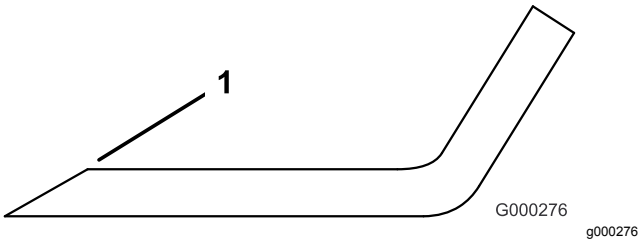

Figur 79
1. Bruk en fil til å slipe eggen i begge ender av kniven (Figur 79).